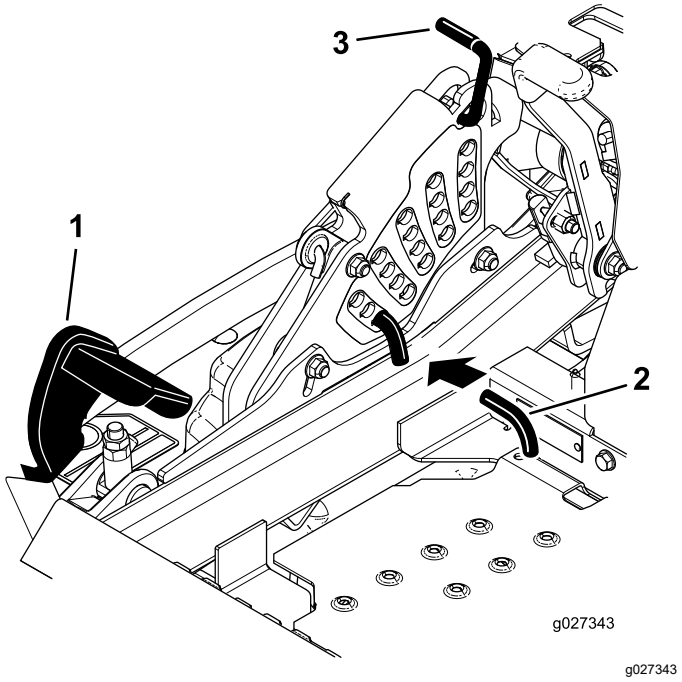

Figur 112
5. Skub pedalen til skjoldløft hele vejen frem, hvorefter skjoldet låses i transportpositionen på 14 cm (Figur 112).